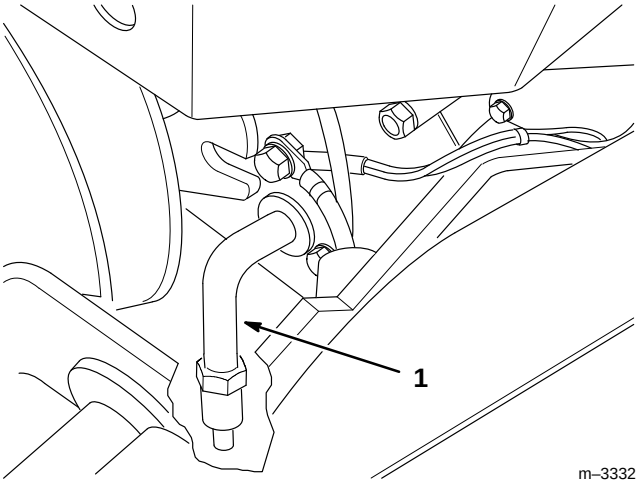

Figure 31
4. Placer un récipient sous l'ouverture de vidange d'huile. Dévisser le bouchon de 1/8 de tour vers la gauche, et le retirer pour vidanger l'huile (Fig. 31).